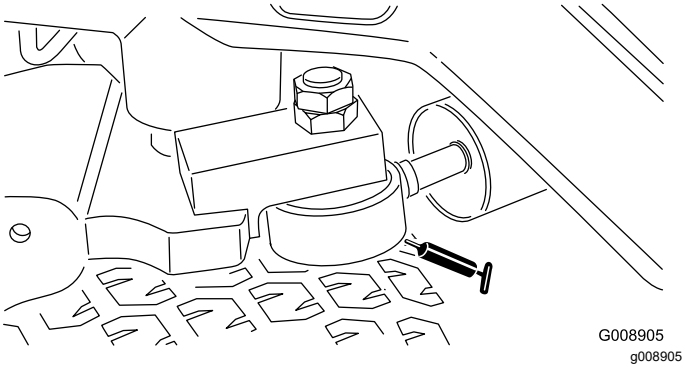

**Figur 53**
**Merk:** Dersom det ønskes, kan en ekstra smørenippel installeres i den andre enden av styresylinderen. Fjern dekket, installer nippelen, smør den, fjern den og installer pluggen (Figur 53).